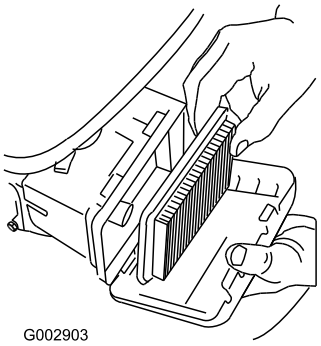

Figuur 21
3. Verwijder het luchtfilter (Figuur 21).